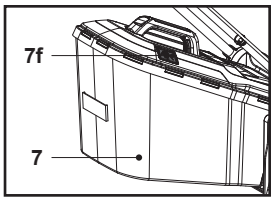

**Fig. 13**
2. When the hatch (7f) is closed, the grass catcher (7) is full and must be emptied (Fig. 13).